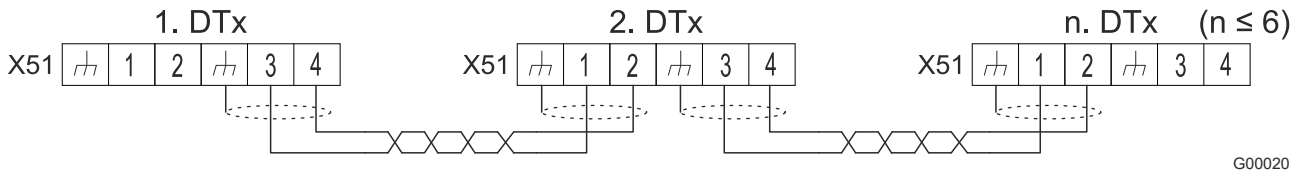

Fig. 22: Commande multimaître
1. Raccorder les contrôleurs des climatiseurs conformément au schéma des connexions et Fig. 22 à la plaque à bornes de connexion MM1 / MM2 correspondante, voir « Plan de branchement électrique – multicontrôleur (MC) », Page 42.